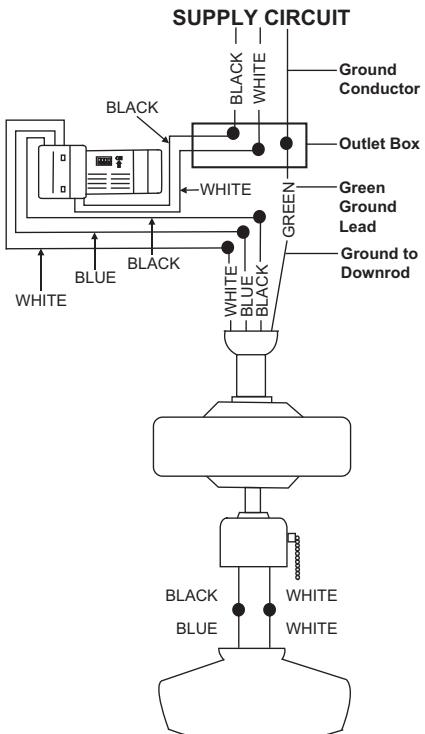

Figure 13
Step 2. (Fig. 13) Motor to Receiver Electrical Connections: Connect the Black wire from the fan to Black wire marked "TO MOTOR L". Connect the White wire from the fan to the White wire marked "TO MOTOR N" from the receiver. Connect the Blue wire from the fan to the Blue wire marked "For Light" from the receiver. Secure wire connections with the plastic wire nuts provided.
Step 3. (Figure 13) Receiver to House Supply Wires Electrical Connections: Connect the black (hot) wire from the ceiling to the black wire marked "AC in L" from the receiver. Connect the white (neutral) wire from the ceiling to the white wire marked "AC in N" from the Receiver. Secure the wire connections with the plastic wire nuts provided.
Step 4. (Figure 13) If your outlet box has a ground wire (green or bare copper) connect it to the fan ground wires; otherwise connect the hanging bracket ground wire to the mounting bracket. Secure the wire connection with a plastic nut provided. After connecting the wires spread them apart so that the green and white wires are on one side of the outlet box and black and blue wires are on he other side. Carefully tuck the wire connections up into the outlet box.